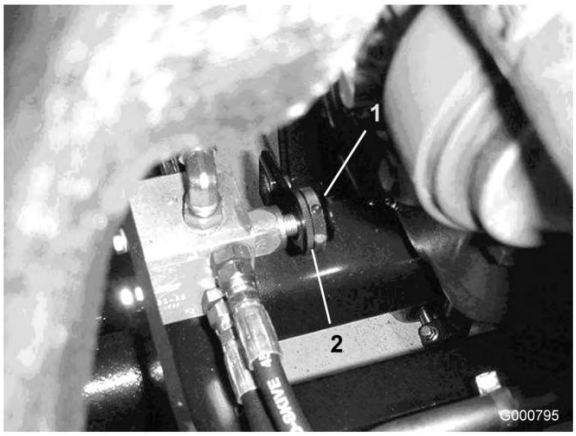

Bild 76
5. Ermitteln Sie das Ventil für die hinteren Mähwerke, das sich vor der Hinterachse befindet (Bild 76).
6. Lösen Sie den Arretierungsring, mit dem das Handrad befestigt ist (Bild 76).